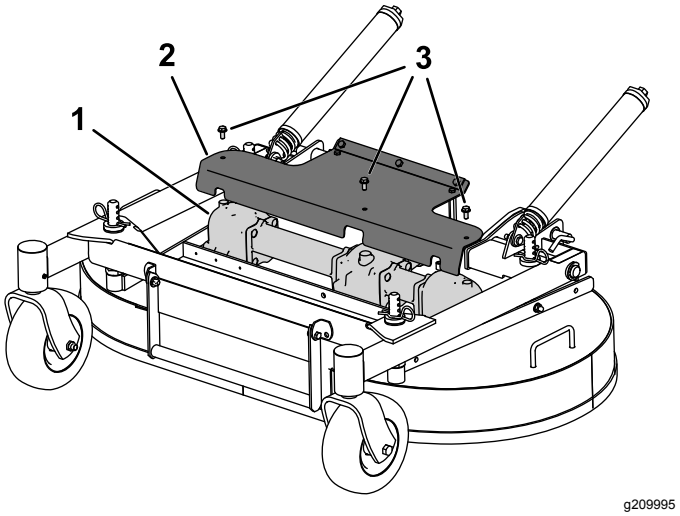

**Figuur 34**
3. Verwijder de kap zodat u bij de tandwielkast kunt (Figuur 34).